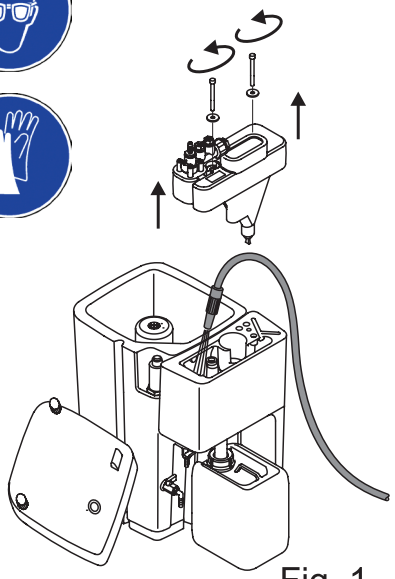

Fig. 1
– Wasser in Vorabscheider einfüllen (Fig. 1)